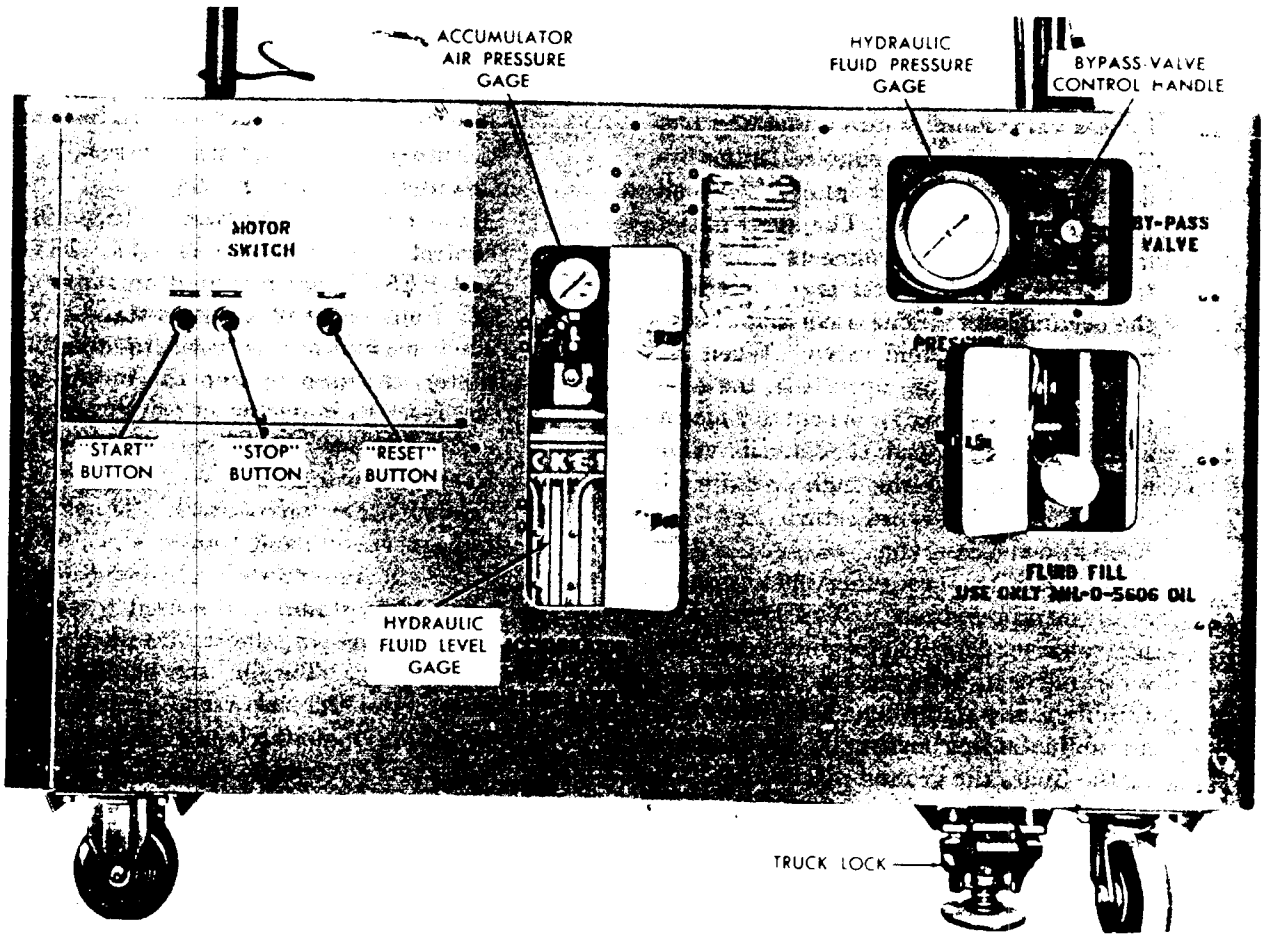

*Figure 98. Controls and indicators, hydraulic test stand.*
(7) An air-vent check valve in the reservoir allows the air to enter and leave the reservoir to prevent building up a vacuum or pressure during operation of the test set.
(8) Connection is made to the missile through the ground power plug inserted into the missile. This plug has a return line from the missile to the test stand reservoir.
c. *Controls and Indicators* (fig. 98)